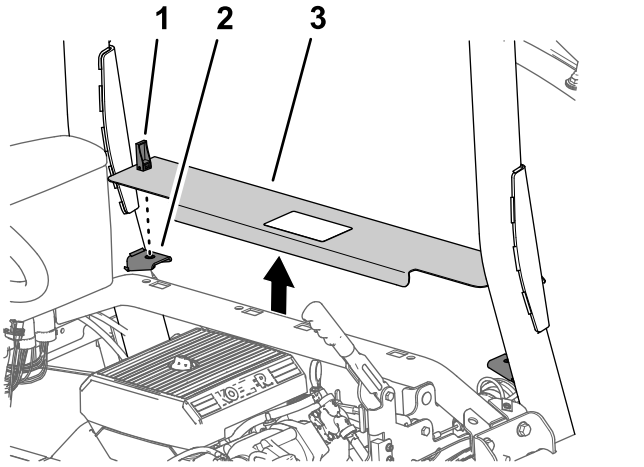

Rysunek 9
1. Przekręć w górę dźwignie zatrzasków panelu dostępowego silnika (Rysunek 9).
2. Podnieś panel dostępowy silnika i wyjmij go z maszyny (Rysunek 9).